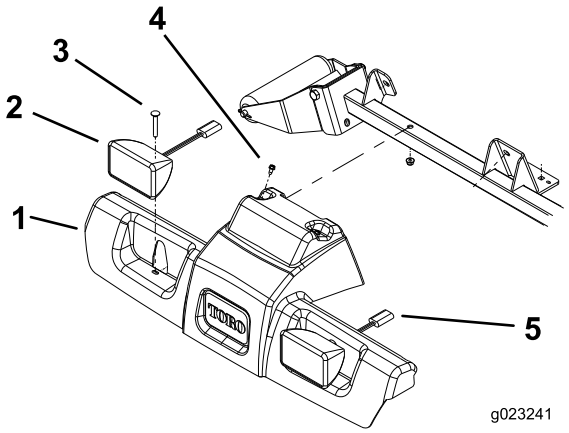

Figur 2
1. Afmonter møtrikkerne fra de 2 bræddebolte, der fastgør forlygterne til traktionenhedens stel (Figur 2).
2. Afmonter de 2 kærvskruer, der fastgør toppen af platformsafskærmningen til stellet (Figur 2).
3. Træk forlygternes ledningsstik ud, og fjern afskærmningen fra stellet (Figur 2).